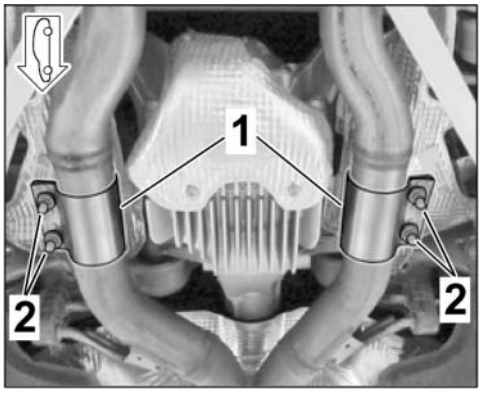

Figure 27
3.5.4 Align clamping sleeve (∅ 65 x 88, 2 x) on exhaust pipe on front silencer/rear silencer (at the left/right) so that the clamping sleeve is not touching/rubbing at any point (⇒ *Figure 27*).